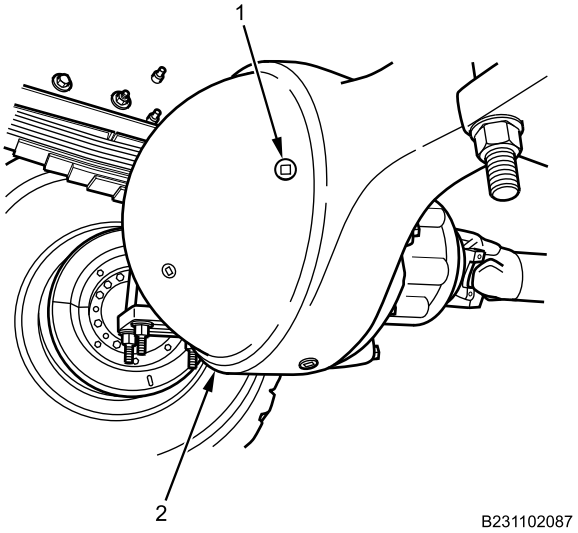

Figure 3. Rear Axle Fill Plug.
3. Remove fill plug (Figure 3, Item 1) from rear axle differential (Figure 3, Item 2).
4. Check gear oil level in rear axle differential (Figure 3, Item 2).
5. Add gear oil if needed to bottom of fill plug (Figure 3, Item 1).
6. Install fill plug (Figure 3, Item 1) into rear axle differential (Figure 3, Item 2). Tighten and secure.